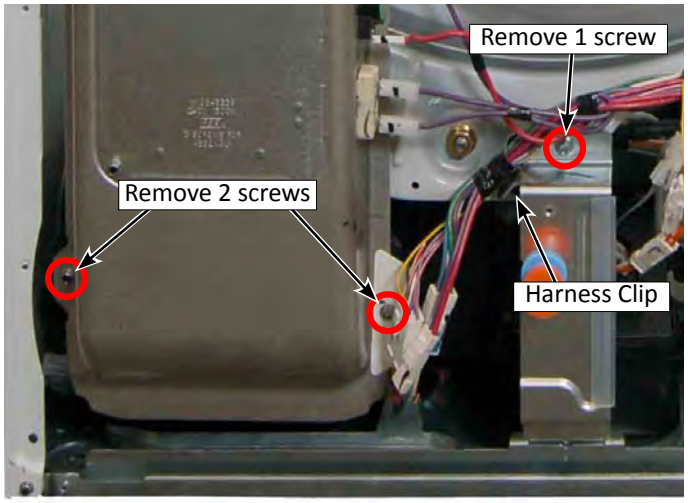

Figure 4
11. Remove the two (2) lower 1/4” hex-head screws at the bottom of the inlet duct as illustrated in Figure 4.
12. Remove one 1/4” hex-head screw located behind the lower harness as illustrated in Figure 4.
13. Unclip the single harness clip from the drain bracket (see Figure 4).